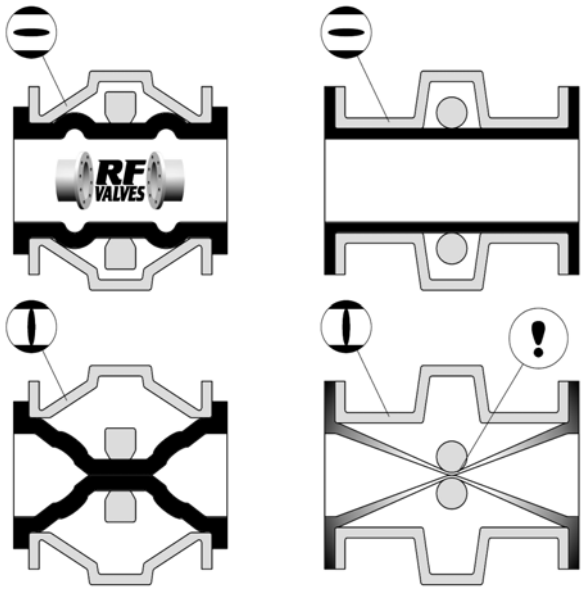

Figure 5: RF Valve's ® relaxed elastomer tube is wear resistant.
- To provide greater resistance to abrasion in slurry applications since the RF Valve® elastomer tube is flexed, not stretched, during closure. Just as it is easier to cut rubber under tension than when it is relaxed, elastomer tubes that stretch during closure experience increased wear (Fig. 5).